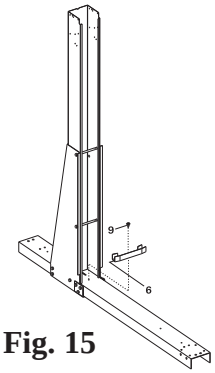

Fig. 15
E) Once all of the 5" long bolts have been tightened, install the straight side bottom connectors. This is done by placing the connector on top of the strap end channel just inside the straight side upright. The hole in the connector should line up with the hole in the strap end channel. Secure the connector to the channel using a single # 12 x ¾" screw for each as shown in Fig.15.